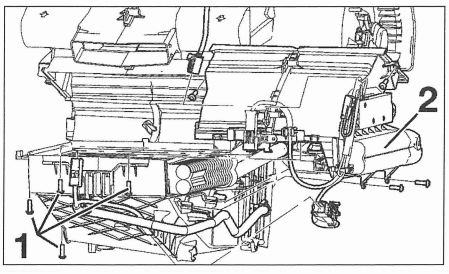

FIG. 11
- los tornillos (1) del cárter superior (2) del bloque de calefacción **(fig. 11).**